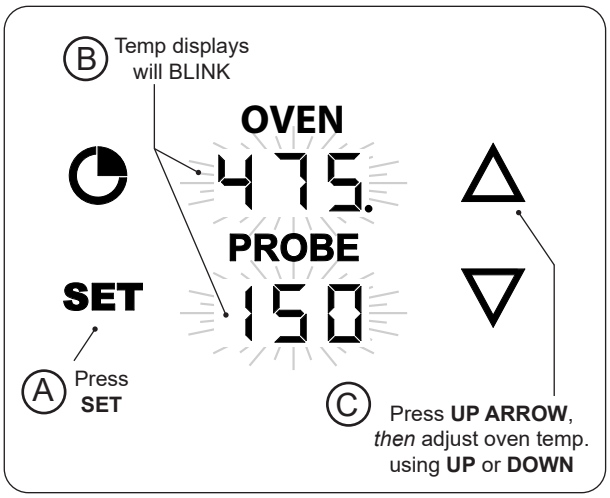

Fig. 39-1 Set grilling temp.
1. With the thermometer **on**, press the **SET** button once. The OVEN and PROBE displays will blink. (While blinking, either area can be selected to enter their settings.) See Fig. 39-1, A and B.
2. Press the **UP ARROW** to select the oven temp settings, *then* use the up or down arrows to set the desired temp. (Fig. 39-1, C).